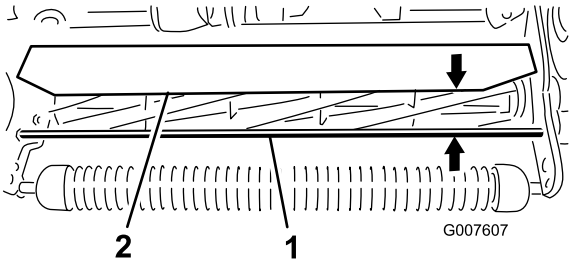

Figur 52
1. Mål afstanden fra toppen af den forreste støttestang til forkanten af afskærmningen i hver ende af klippeenheden (Figur 52).